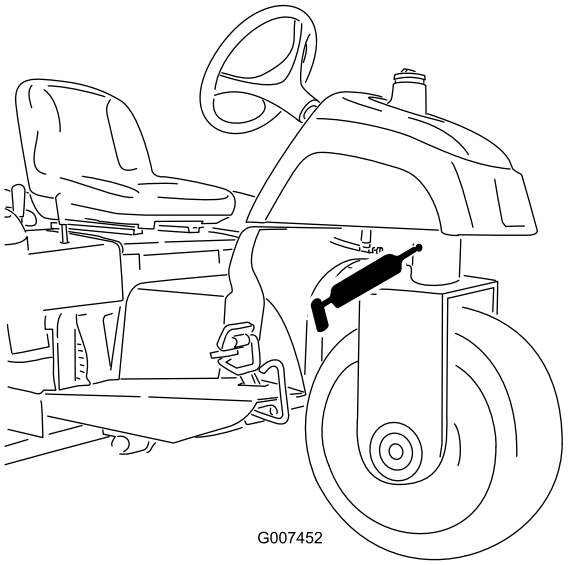

Figuur 25
- Fusee (Figuur 25)
Opmerking: Om vet in de verzonken nippel op de fusee te spuiten (Figuur 25), moet u een verloopstuk op de vetspuit plaatsen. U kunt het verloopstuk bestellen bij een erkende Toro-dealer, onderdeelnr. 107-1998.